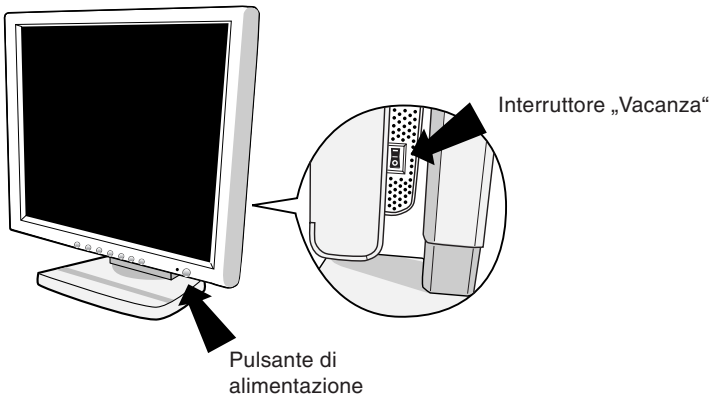

Figura E.1
5. Controllare che l'interruttore „Vacanza" sulla destra del monitor sia in posizione ON. Accendere il monitor con il pulsante di alimentazione (**Figura E.1**) e il computer.